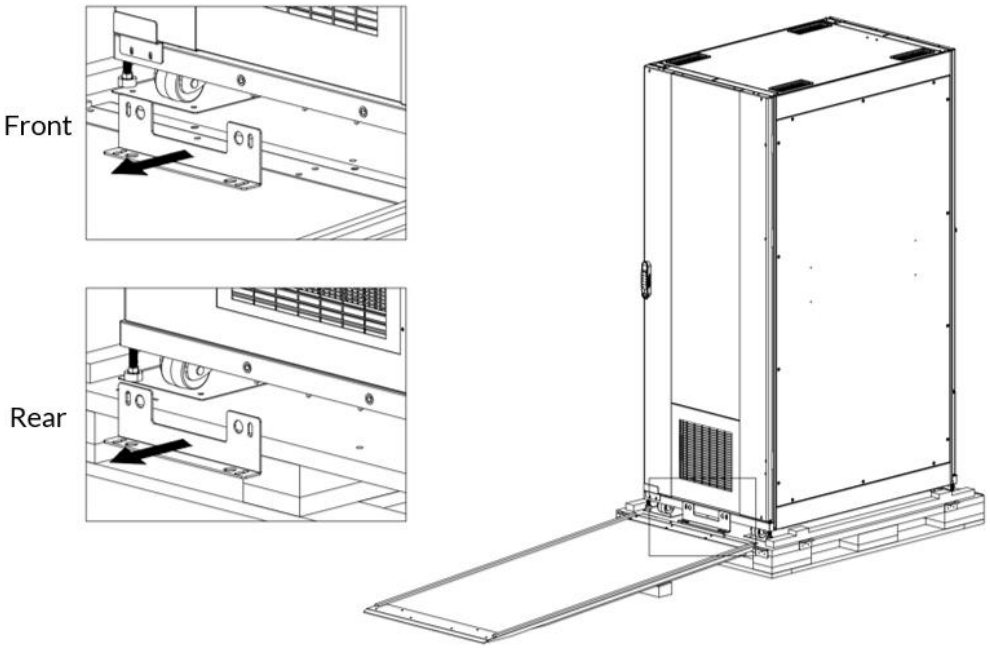

Figure 3-11 Remove the L brackets
f) Remove the L brackets at the bottom of the front and rear ends of the cabinet as shown in Figure 3-11.